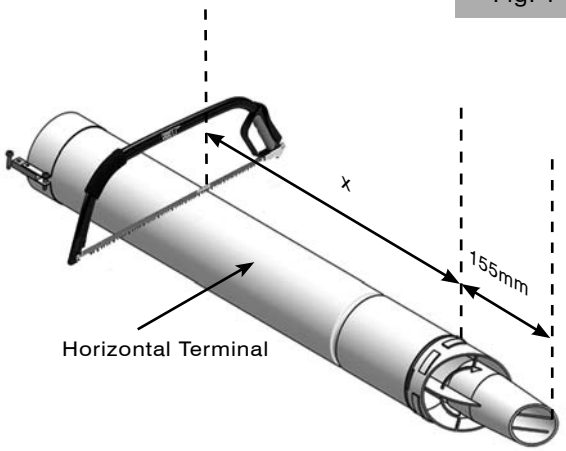

Fig. 2
1.6 Mark this dimension onto the horizontal terminal as shown in Fig. 2.
2.4 Mark this dimension on to the turret as in Fig. 2.